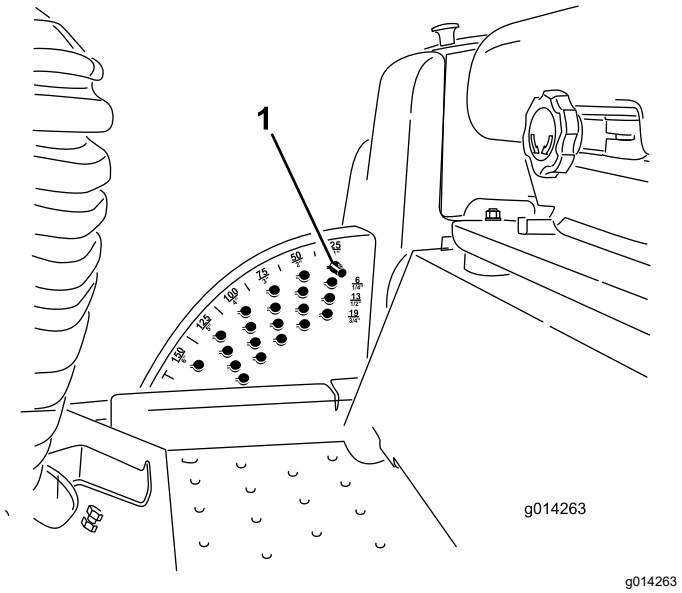

**Rysunek 8**
1. Przy pracującym silniku pociągnij przełącznik podnoszenia zespołu tnącego w górę i zaczekaj na pełne podniesienie zespołu tnącego, a następnie **natychmiast zwolnij przełącznik** (Rysunek 8).
2. Aby wyregulować wysokość cięcia, należy obracać sworzeń blokady, aż znajdująca się na nim wypustka zrówna się ze szczelinami w otworach we wsporniku sworznia wysokości koszenia, a następnie go wyjąć (Rysunek 8).
3. Wybierz otwór we wsporniku wysokości koszenia odpowiadający żądanej wysokości koszenia, wsuń sworzeń i obróć go w dół do zablokowania na miejscu (Rysunek 8).
**Informacja:** Istnieją 4 rzędy otworów (Rysunek 8). Górny rząd zapewnia wysokość koszenia podaną nad sworzniem. Drugi rząd zapewnia podaną wysokość plus 6 mm. Trzeci rząd zapewnia podaną wysokość plus 12 mm. Dolny rząd zapewnia podaną wysokość plus 18 mm. Dla położenia 15,8 cm jest tylko 1 otwór znajdujący się w drugim rzędzie. Nie powoduje on dodania 6 mm do położenia 15,8 cm.